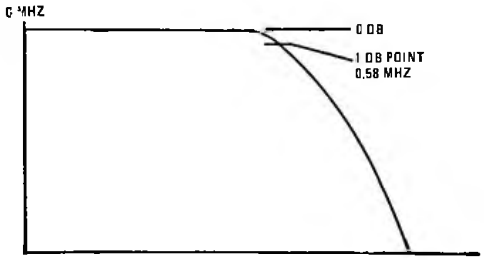

Figure 5. 0.58 MHz
h. Adjust L3 and L4 (see figure 8) on the 1/2-Octave Filter PWB Assembly so that the marker is at the -1 dB point on the response curve and for best overall shape as shown in figure 5. The insertion loss within the passband should not be more than 4 dB below the 0 dB reference.